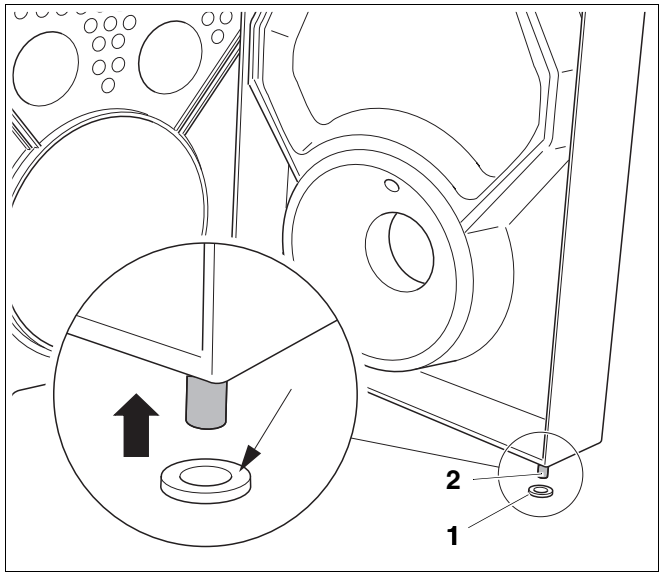

Fig. 10 Perno cerniera sinistro
- Ingrassare la rondella (fig. 10, **pos. 1**) (freccia piccola nella fig. 10) ed inserirla sul perno cerniera sinistro inferiore (fig. 10, **pos. 2**).